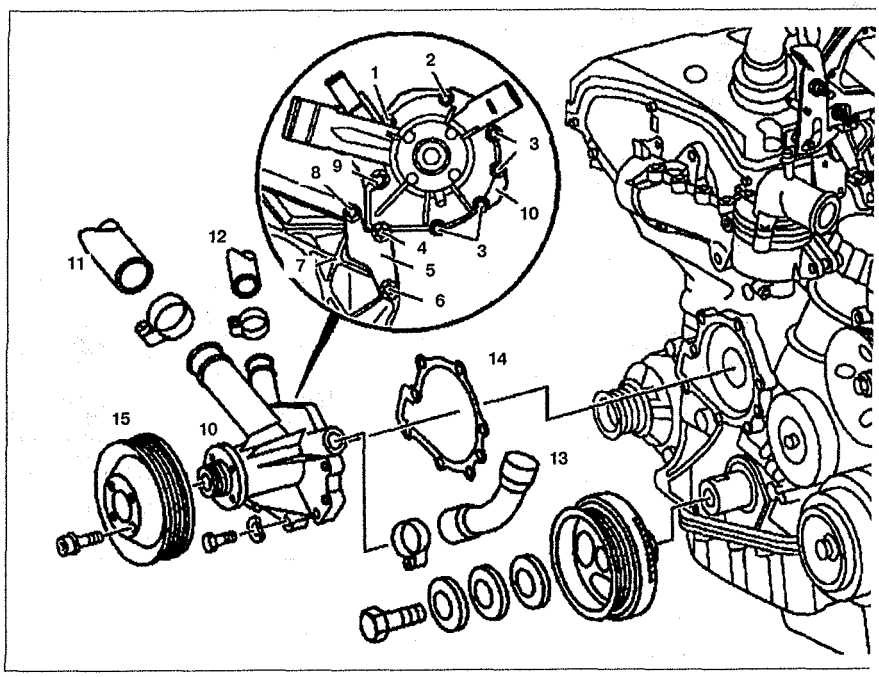

Рис. 2.102. Насос системы охлаждения:
5. Отсоедините трубки системы охлаждения **11**, **12**, **13** от насоса **10** (см.рис.2.102).